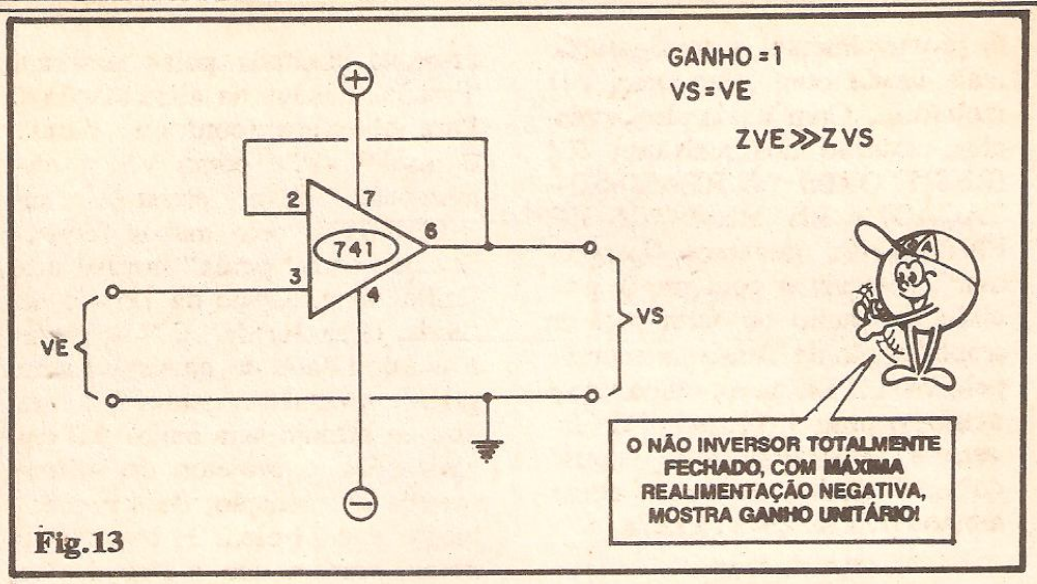

Fig.13
- **FIG. 13** - AMPLIFICADOR NÃO INVERSOR "TOTALMENTE FECHADO" - Observando o arranjo mostrado no diagrama, o Leitor/"Aluno" verá algo que parece conflitar com o que foi dito aí atrás, sobre "realimentar **uma parte** do sinal"... É verdade: nessa configuração, a realimentação negativa (feita, portanto, à Entrada Inversora do 741) é **total**! Não há nenhum divisor de Tensão ou dimensionador resistivo entre a Saída (pino 6) e a Entrada Inversora (pino 2), já que tais terminais estão diretamente interligados...! Com esse "elo fechado" para a realimentação, o ganho (fator de amplificação da Tensão) cai a 1 (um), ou seja: forma um "amplificador que não amplifica"! O arranjo é também chamado de SEGUIDOR DE VOLTAGEM. Os mais "cricas" entre Vocês estarão, certamente, perguntando: "- Pô! Para que serve um amplificador que **não amplifica**...?". Explicamos: notem que como o sinal/Tensão aplicado à Entrada "encara" diretamente o pino 3, a impedância que ele "vê" é super-alta... Por outro lado, como não existem divisores resistivos acoplados à Saída, esta mostra também sua impedância "natural", muito baixa! Graças a tais características, aproveitando ao máximo as qualidades inerentes aos Operacionais, podemos usar o bloco literalmente para ISOLAR estágios, "levando" o sinal ou nível de Tensão de um bloco anterior para um seguinte, sem que tais blocos possam, entre sí, "descasar-se"... O 741, no caso, age como autêntico "transformador de impedâncias", num trabalho de grande utilidade em circuitos de entrada para aparelhos de medição, sensoreamento, etc. Lembrem-se também que, como a configuração é nitidamente **não inversora**, além de "não amplificar", o bloco também **não altera** a polaridade do sinal, ou seja: VS será igualzinha, sem tirar nem por, à VE...